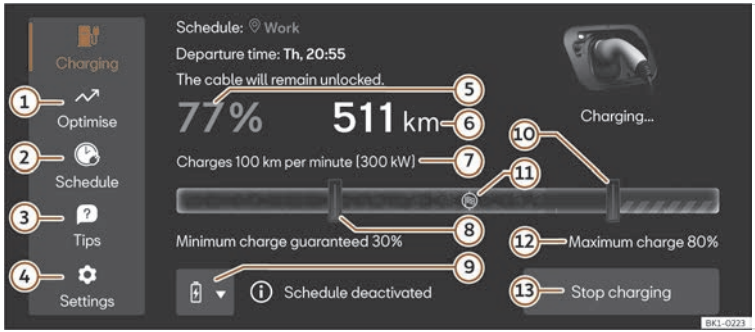

Fig. 63 In the infotainment system: Charging main menu.
2. Push the ⚙ (4) ››› Fig. 63 button.